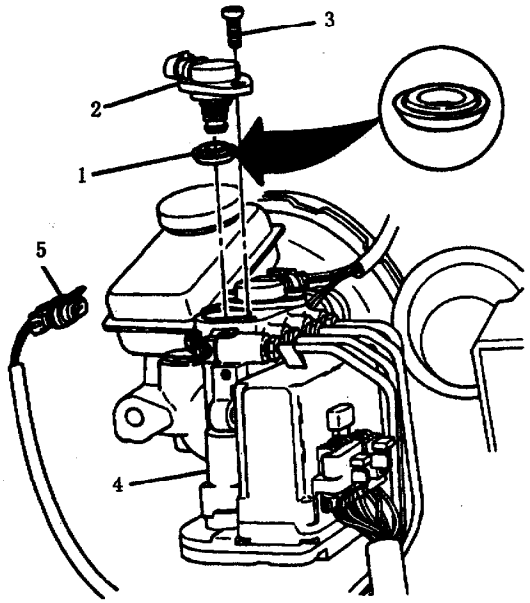

图5－17 液压调节器电磁阀的拆卸
(1) 拔下电磁阀线束插接器（见图5－17）。
(2) 拆卸Torx头螺栓（见图5－17）。
(3) 拆卸电磁阀（见图5－17）。